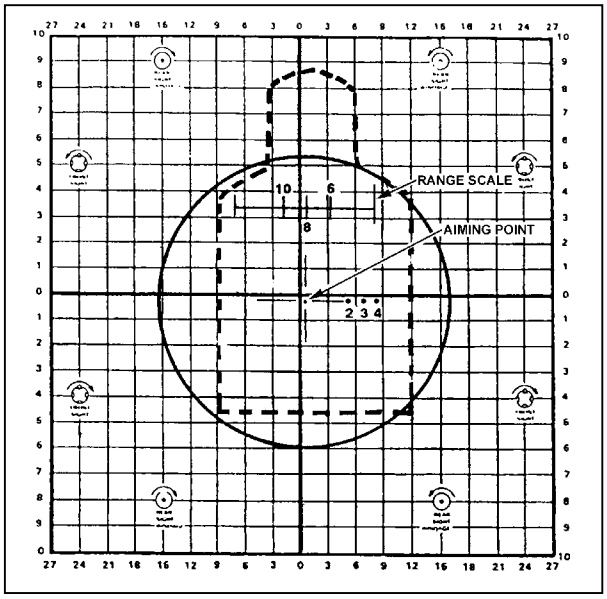

Figure G-56. Reticle aiming point, target aiming point and shot group.
d. **Confirming the Boresight**. To do this, the gunner centers and affixes a 25-meter (M16A2) zero target to the back of a basic machine gun paster target. This provides a large, clear surface for identifying the strike of the round. Then, he emplaces the target 10 meters from the firing position. The gunner places the reticle aiming point on the 25-meter zero target aiming point (Figure G-56, page G-50) and fires a single round. If the round impacts anywhere near the aiming point, he fires two more rounds to establish his group.